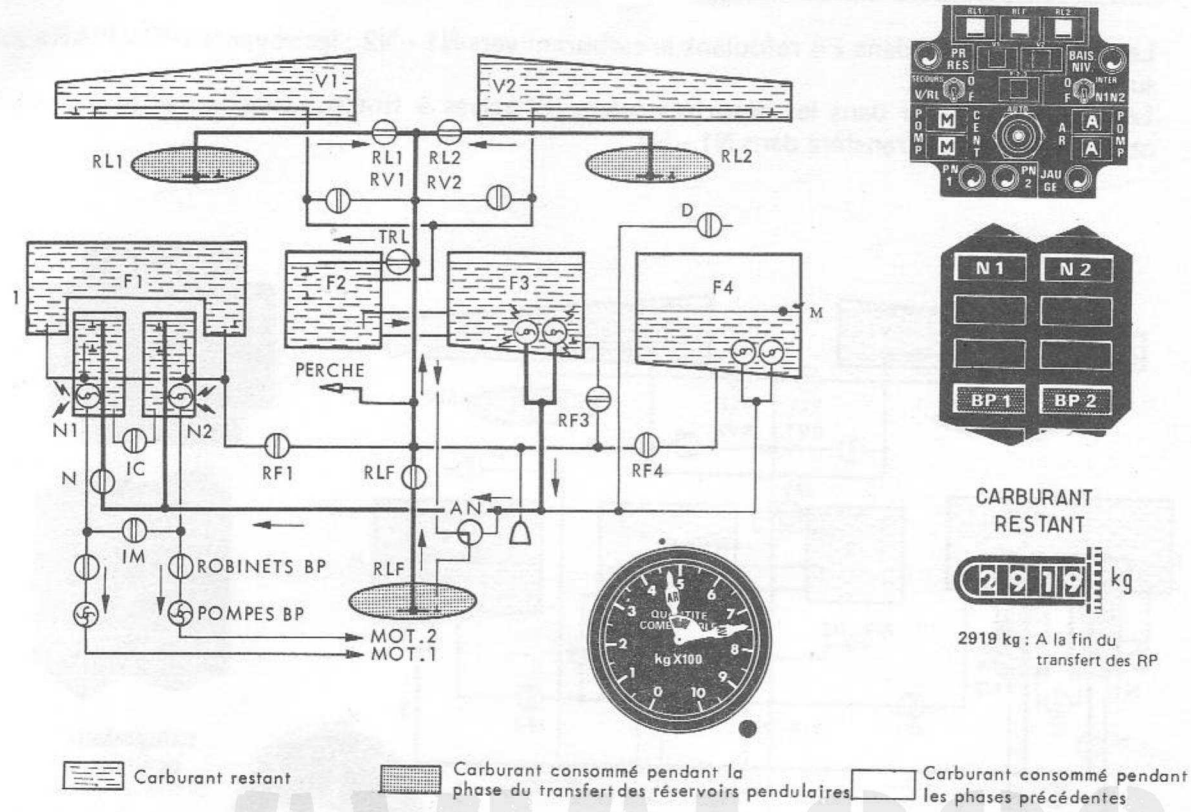

FIGURE 7 - TRANSFERT DES RESERVOIRS PENDULAIRES
3.3.3.1 - Transfert des réservoirs pendulaires (Fig.7)